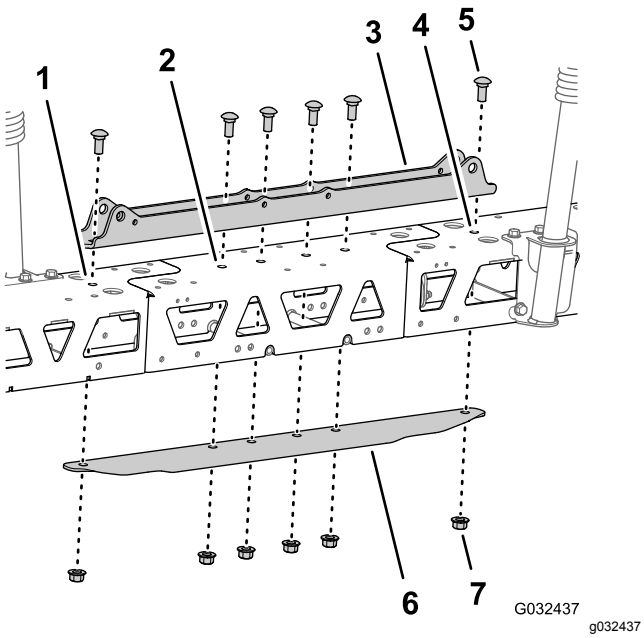

Rysunek 55
5. Ustaw otwory w mocowaniu siłownika równo z otworami na linii środkowej ramy kratownicowej i przedłużenia środkowego wysięgnika (Rysunek 55).
6. Włóż płytę mocowania w ramę kratownicową i przedłużenie środkowego wysięgnika, po czym ustaw otwór w płycie mocowania równo z otworami na linii środkowej kratownic i przedłużenia wysięgnika (Rysunek 55).
7. Skręć mocowanie siłownika, kratownice, przedłużenie środkowego wysięgnika i płytę mocowania za pomocą 2 śrub zamkowych (½ x 1¼ cala) i 2 nakrętek kołnierzowych zabezpieczających (½ cala) odkręconych w kroku 2 procedury Rozdzielanie kratownic środkowej sekcji zraszania (Strona 28) oraz 4 śrub zamkowych (½ x 1¼ cala) i 4 nakrętek kołnierzowych zabezpieczających (½ cala) z zestawu wykończeniowego systemu zraszania GeoLink (Rysunek 55).